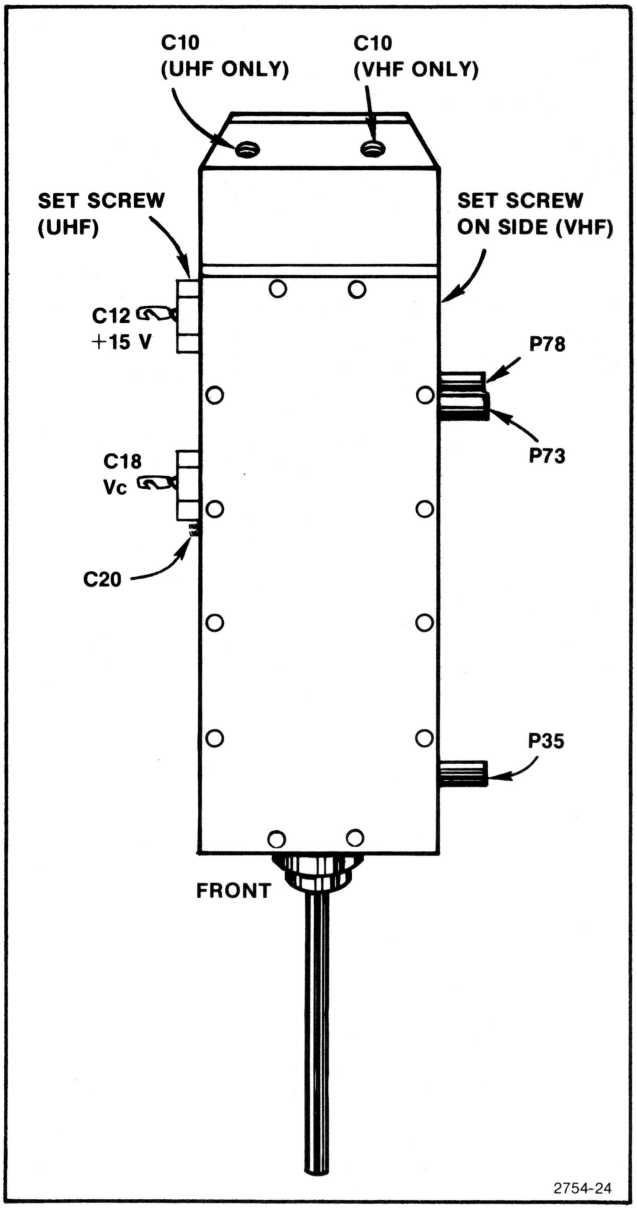

Fig. 4-13. 1st LO Tracking Adjustment Locations.
1. Adjust 1st LO Tracking (C10 and C20 on A8 1st LO, see Fig. 4-13) 4-21
1. Adjust 1st LO Tracking (C10 and C20 on A8 1st LO, see Fig. 4-13)
The 1st LO assembly is factory adjusted to track the oscillator with the frequency-indicating tape. If adjustment of the 1st LO assembly becomes necessary, refer to Fig. 4-13 and perform the following procedure.
a. The adjustment for the low number channels (C10) is located at the back of the 1st LO assembly, and can be reached by removing the shield cover over the 2nd LO and 2nd Mixer boards. See Fig. 8-1. There is an access hole through the chassis for this adjustment. Also, there is a setscrew on the side of the assembly that has to be loosened before the adjustment can be made. See Fig. 4-13.